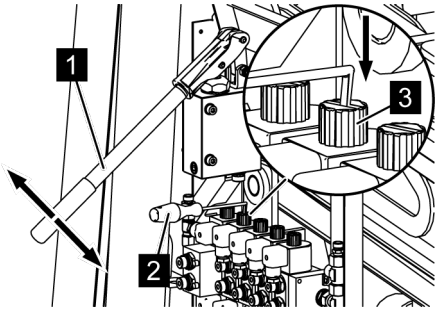

Fig. 88: Activating the valve
*Activate the desired valve (*Fig. 88*/3) by pressing in with the operating lever (*Fig. 88*/2) and simultaneously pumping with the hand pump (*Fig. 88*/1).*